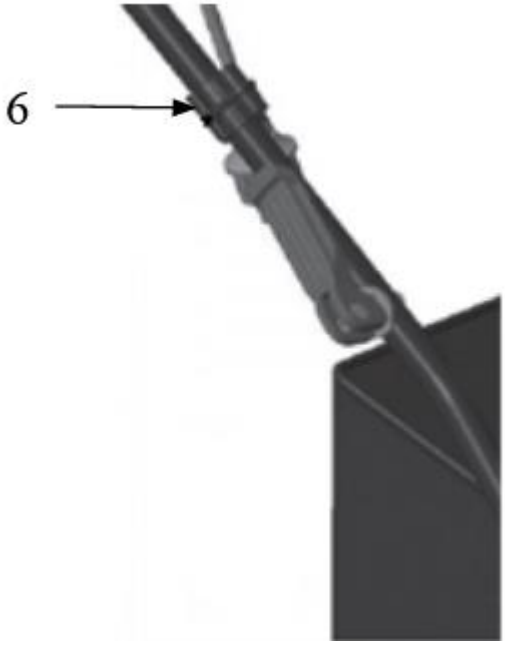

Rys. 5
5. Zaczep przewód zaciskami na przewód wyłącznika (Rys. 5, poz. 7). Upewnij się, że przewody nie są poplątane, podczas zahaczania ich na uchwycie.